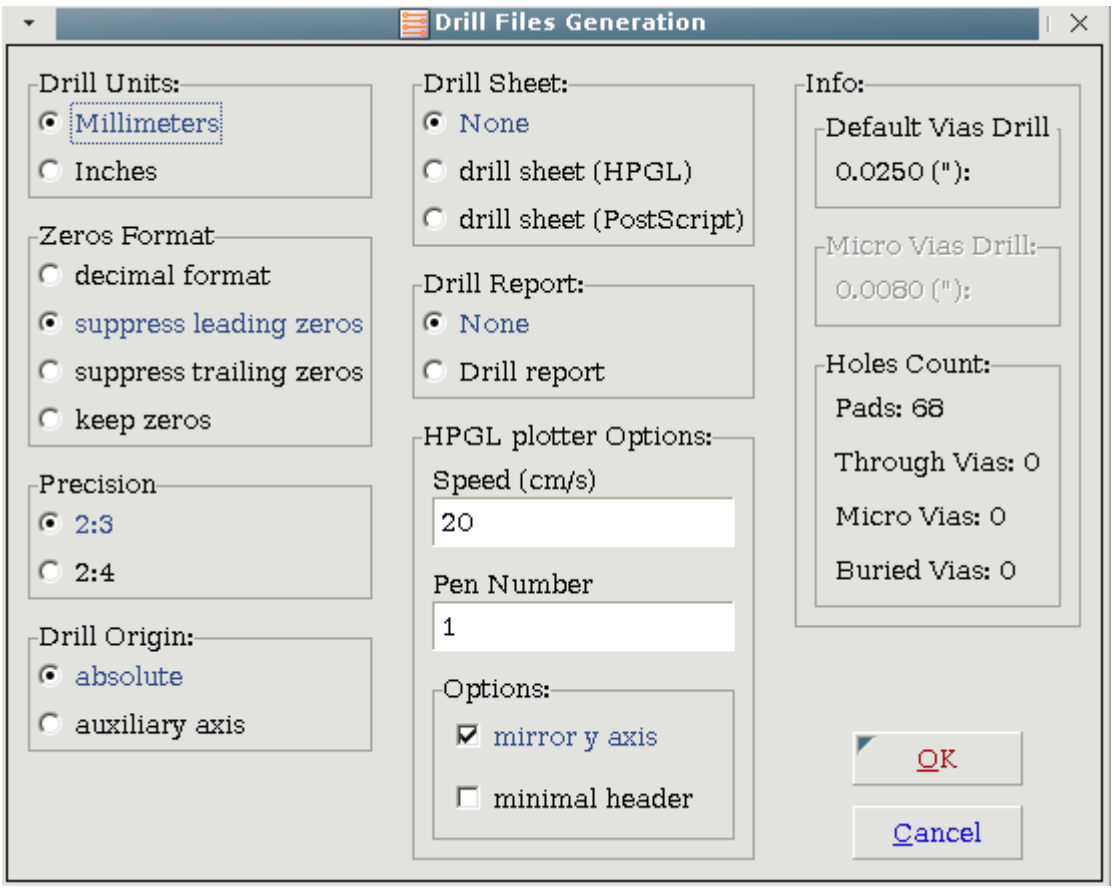

Imagen 2.
- LAS OPCIONES QUE FUNCIONARON FUERON LAS SELECCIONADAS EN LA IMAGEN 2.